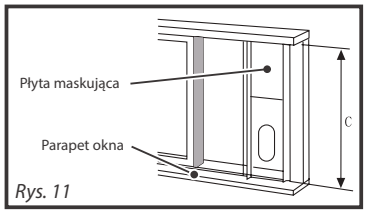

Rys. 11
2. Przymocować płytę maskującą do parapetu okna. Ustawić długość płyty maskującej wzdłuż szerokości okna, jeżeli jest to konieczne należy ją skrócić, jeżeli szerokość okna jest mniejsza niż 67,5 cm (typ I) lub 56,2 cm (typ II). Otworzyć skrzydło okna i umieścić płytę maskującą na parapecie. Patrz rys. 11.